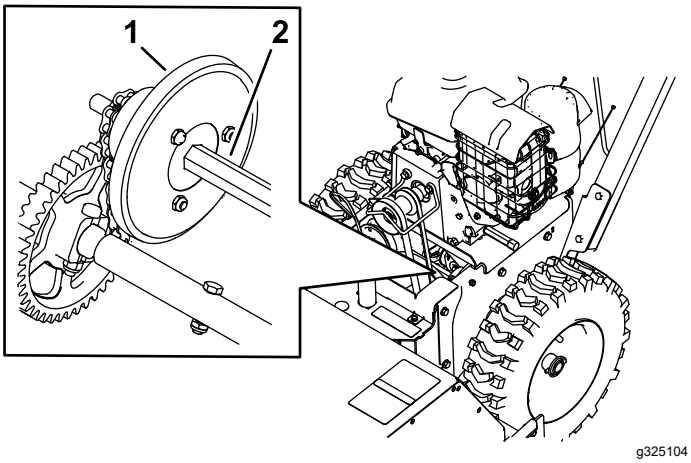

**Figure 24**
4. Trempez un long pinceau effilé propre dans de l'huile moteur et graissez légèrement l'arbre hexagonal (Figure 24).
***Important:*** **Veillez à ne pas faire couler d'huile sur la roue en caoutchouc ou le plateau d'entraînement à friction en aluminium, sinon la transmission patinera (Figure 24).**